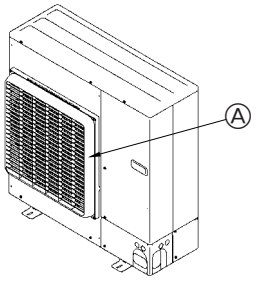

Fig. 2-4
② Installieren Sie eine als Sonderzubehör erhältliche Luftauslaßführung, wenn die Anlage an einem Aufstellungsort installiert ist, an dem die Gefahr besteht, daß starker Wind direkt in die Luftaustrittsöffnung bläst. (Fig. 2-4)